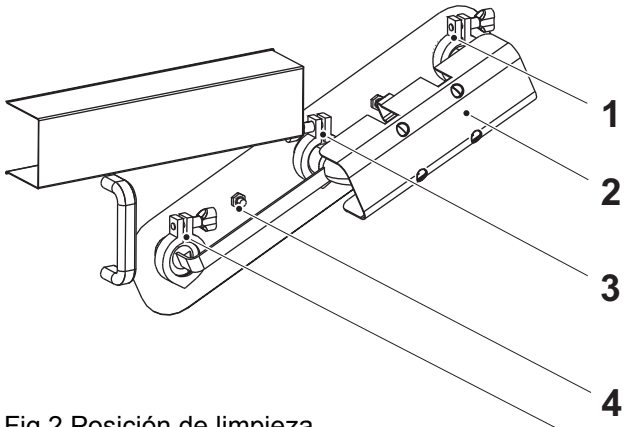

Fig 2 Posición de limpieza
a) Retirar las abrazaderas (1), (3) y (5).
c) Girar el tubo como se muestra en la Fig 2, Posición de limpieza. Comprobar que las guarniciones están en sus posiciones.